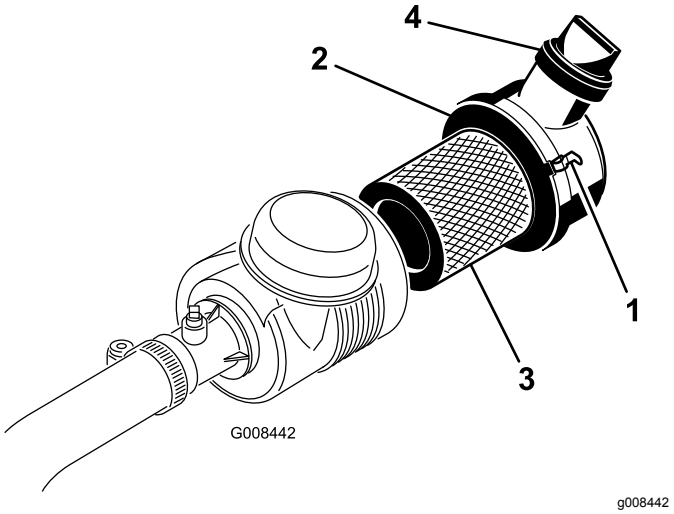

**Figur 33**
1. Lossa spärrhakarna som fäster luftrenarkåpan på luftrenarhuset (Figur 33).
7. Kontrollera att spärrhakarna fäster kåpan på enheten (Figur 33).